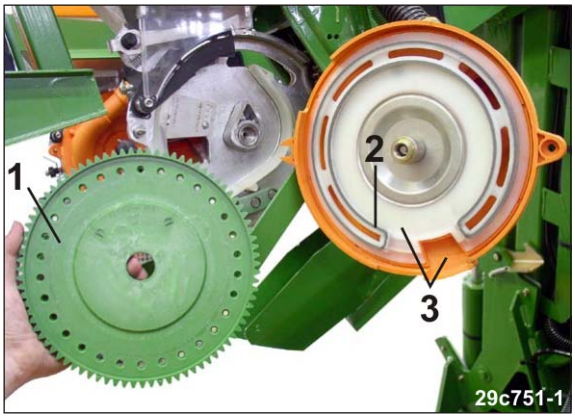

Fig. 227
1. Vereinzelungsscheibe (Fig. 227/1)
2. PE-Schaumprofil-Dichtung (Fig. 227/2)
3. Saugdeckel mit Saugniere (Fig. 227/3)